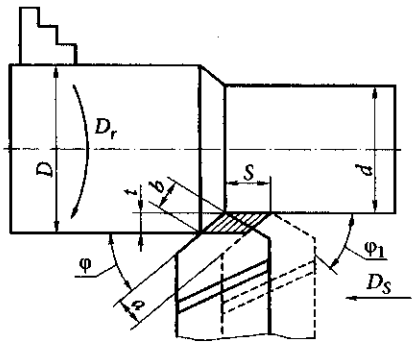

Рис. 1.2. Элементы резания:
Относительное перемещение заготовки и инструмента складывается из двух движений: главного движения (движения резания), определяющего скорость резания, и вспомогательного — движения подачи, обеспечивающего постоянство процесса резания (рис. 1.2). К элементам резания также относится глубина резания. Рассмотрим более подробно, что представляют собой эти элементы резания, которые в совокупности называют режимами резания.
- ***толщина*** a срезаемого слоя (см. рис. 1.2) — это длина нормали к поверхности резания, проведенной через рассматриваемую точку режущей кромки, которая ограничена сечением срезаемого слоя;
- ***ширина*** b срезаемого слоя (см. рис. 1.2) — это длина стороны сечения срезаемого слоя, образованной поверхностью резания — поверхностью контакта обрабатываемой заготовки и обрабатывающего инструмента;
- ***площадь*** поперечного сечения срезаемого слоя — это площадь номинального (расчетного) сечения, определяемая по формуле $F = ab$. На практике площадь срезаемого слоя определяют как произведение глубины резания и подачи (см. рис. 1.2, заштрихованный участок).